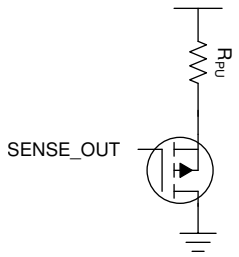

**Figure 7-10. Additional Components for the SO and PG Pins to be Pulled Up to Another Rail**
Because the sense out (SO) and power-good (PG) pins are pulled up internally to the output rail, they cannot be pulled up to any voltage or wire AND'd like a typical open-drain PG output can be. If these signals must be pulled up to another logic level then an external circuit can be implemented using a PMOS transistor and a pullup resistor. Implementing the circuit shown in Figure 7-10 allows the outputs to be pulled up to any logic rail. This implementation also allows the outputs to be AND'd together like the traditional power-good pins.